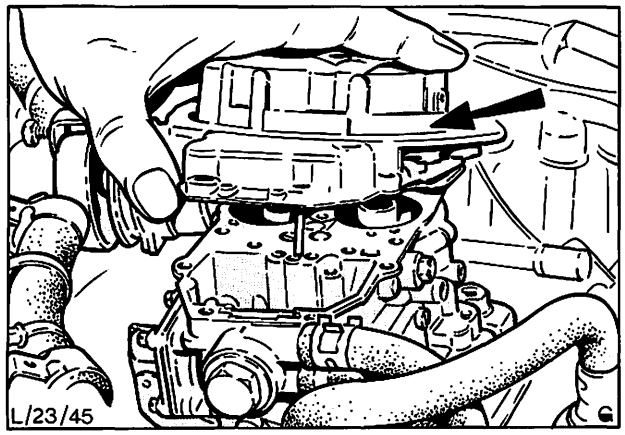

Abb. 160 Abheben des Vergaserdeckels
b) Schrauben (7) im Vergaserdeckel entfernen, Verbindungsstange der Startautomatik aushängen und Vergaserdeckel abheben, Abb. 160.